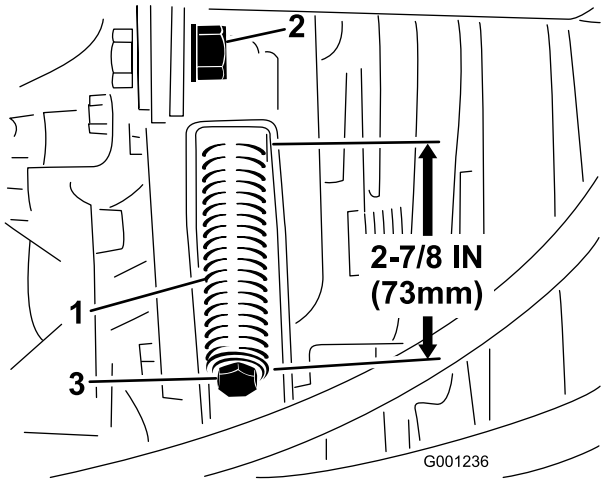

Figur 78
3. Lossa spännlockets kontramutter (Figur 78).
4. Använd en halvtums skiftnyckel för att dra åt eller lossa remspänningens fjäder (Figur 78). Justera fjädern till en längd på 73 mm.
4. Använd en halvtums skiftnyckel för att lossa remmens spännlocksfjäder (Figur 78) hela vägen.
6. Montera den nya kraftuttagsremmen och spänn remskivsfjädern till 73 mm längd (Figur 78).
7. Dra åt kontramuttern (Figur 78) och stäng huven.